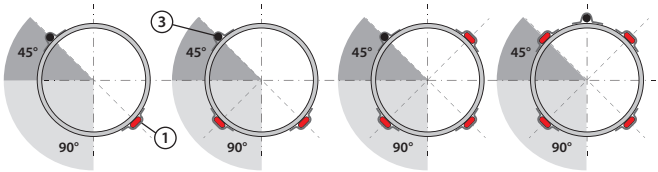

Fig. 2
5. Cablurile drepte și senzorul trebuie să fie montate așa cum se arată în Fig. 2. Cablurile răsucite sunt fixate pe conductă cu bandă de aluminiu după cum se arată, la fiecare aprox. 1 m.